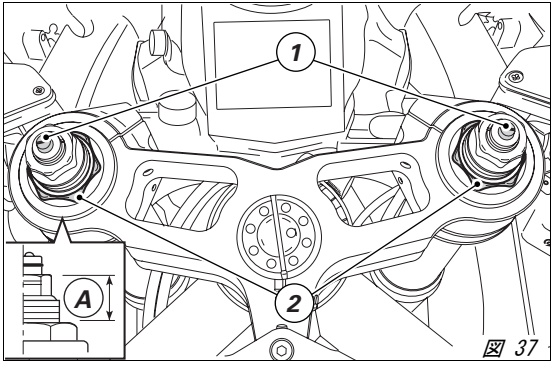

*図 37*
*1）コンプレッションダンピング調整（図 37）；*
*2）インナースプリングプレロード調整（図 37）；*
*スプリングプリロード (A, 図 37):20 mm*
*スプリングプリロード (A, 図 37)10 ～ 25 mm*
*スプリングプリロード (A, 図 37)20mm*
*スプリングプリロード (A, 図 37)*
*各フォーク内部のスプリングプリロードを変更するには、六角アジャスターナット (2, 図 37) を 22 mm レンチで回します。*